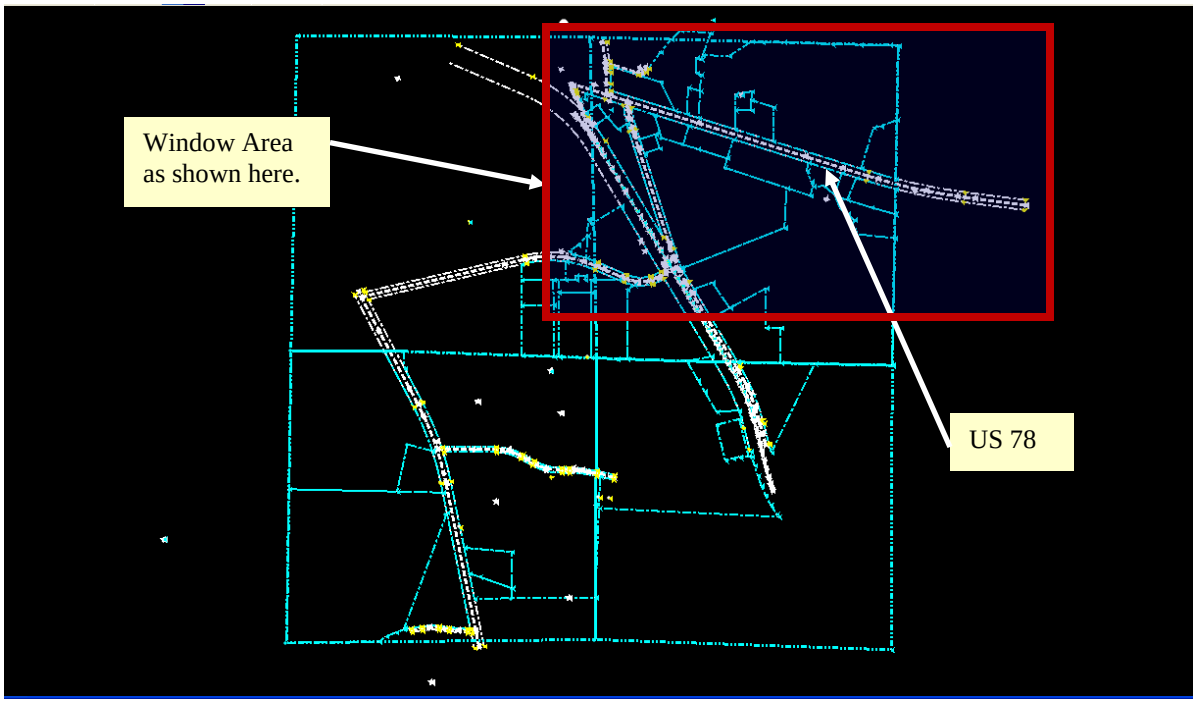
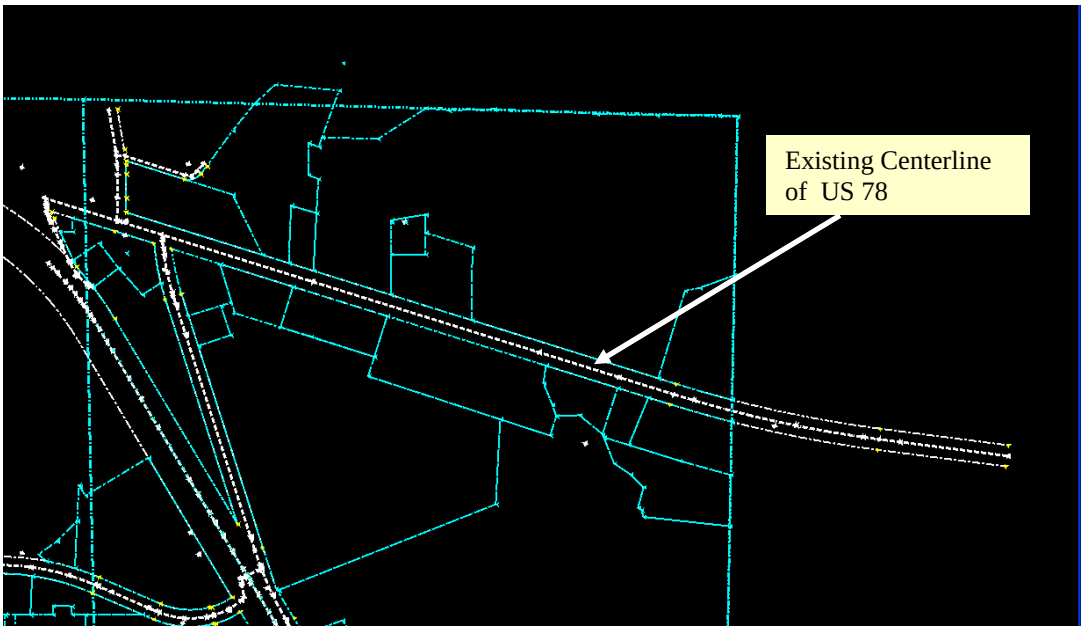

Figure L3-8 MicroStation Window
Figure L3-9 MicroStation Window
15.	In MicroStation, use the **Window Area** tool to zoom into **US78 (Alignment SV4)** as shown in *Figure L3-8*. Window Area Tool After windowing in - your view should be similar to that shown in *Figure L3-9*.